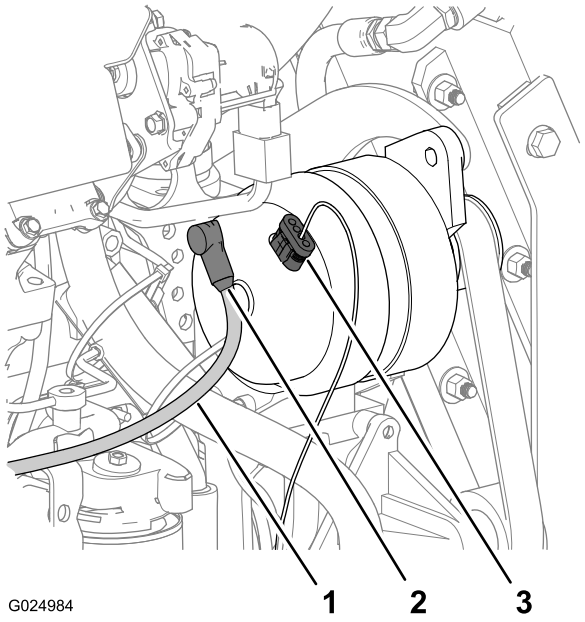

Figura 116
1. No alternador, deslize a capa para fora do terminal e o prisioneiro na parte de trás do alternador (Figura 116).
3. Remova o conector do soquete 4 para o fio do sensor de tensão do conector de 4 pinos no topo do alternador (Figura 116).
2. Conecte o conector fêmea de 4 vias (do fio do sensor de tensão) ao conector de 4 pinos no topo do alternador (Figura 116).
3. Monte o terminal do fio de carga no prisioneiro na parte de trás do alternador (Figura 116).
5. Alinhe a capa do fio de carga sobre o terminal e o prisioneiro (Figura 116).